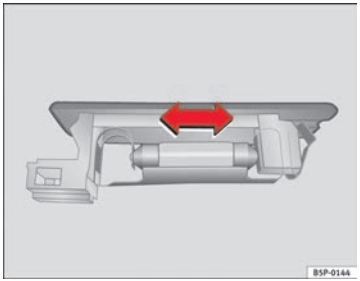

Fig. 177 Luggage compartment light
– Press the lamp sideways and remove from its housing ⇒ fig. 177.